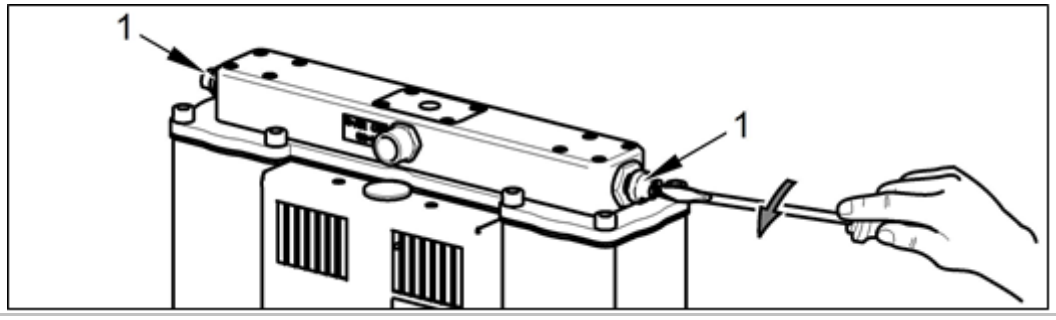

Abb. 25: Druckblas aus den Trocknerkammern
- Öffnen Sie die Ablassstopfen am Ablassmodul der Gerätschaft (Abb. 25).